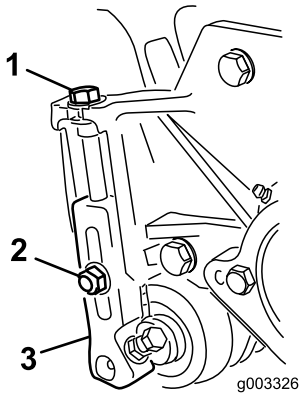

Figur 16
1. Løsn de låsemøtrikker, der fastholder klippehøjdebeslagene på klippeenhedens sideplader (Figur 16).